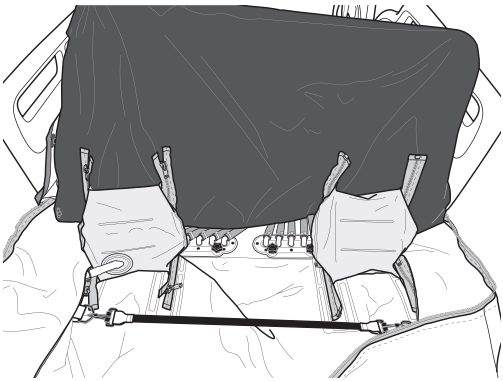

Figura 6: Conectores de aire bajo el cojín interior del colchón
4. Levante los cojines (figura 6) y conduzca visualmente los conectores de aire del colchón de aire hasta los puertos de conexión.